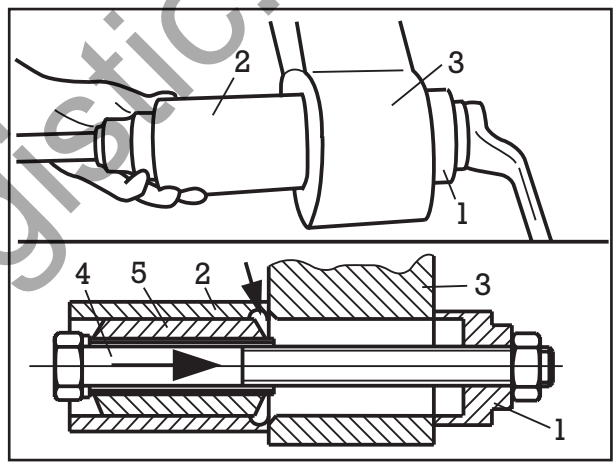

Рис. 14
(24) Нанести на новую резиново-стальную втулку (рис. 14/5) снаружи мыльный водный раствор и вставить ее в трубу (рис. 14/2).
(25) Установить трубу так, чтобы внутренняя кольцевая канавка (рис. 14/стрелка) прилегала к стороне ушка рессоры с фаской (рис. 14/3). Вставить болт и насадить нажимной элемент (рис. 14/1). Навинтить гайку и втянуть резиново-стальную втулку в ушко рычага рессоры.